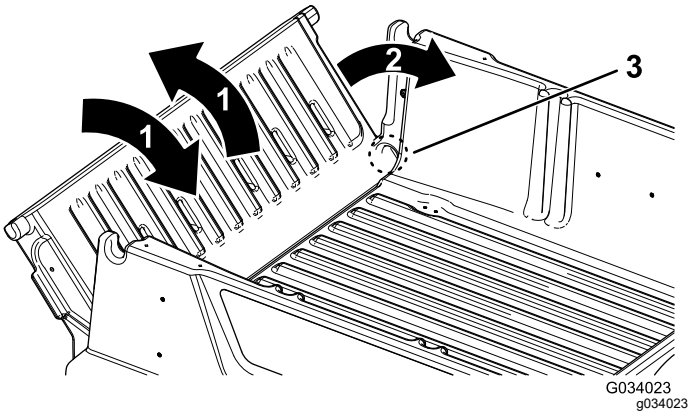

Figur 18
2. Fäll flakskyddet till cirka 45 graders läge (Figur 18).
3. Skaka flakskyddet med korta rörelser för att vrida det framåt och bakåt flera gånger (Figur 18).